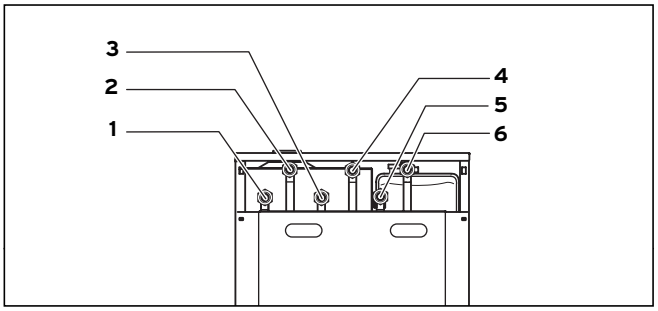

Abb. 5.1 Lage der Anschlüsse
- Schließen Sie den Heizungsvorlauf am Heizungsvorlauf-Anschluss (**5**) an, siehe Abbildung 5.1.
- Schließen Sie den Heizungsrücklauf am Heizungsrücklauf-Anschluss (**6**) an, siehe Abbildung 5.1.
- Schließen Sie den Warmwasseranschluss (WW) (**4**) an, siehe Abbildung 5.1.
- Schließen Sie den Kaltwasseranschluss (KW) (**3**) mit den entsprechenden Sicherheitseinrichtungen an, siehe Abbildung 5.1.
Gegebenenfalls kann am Anschluss (**1**, Abb. 5.1) eine Zirkulationsleitung angeschlossen werden.